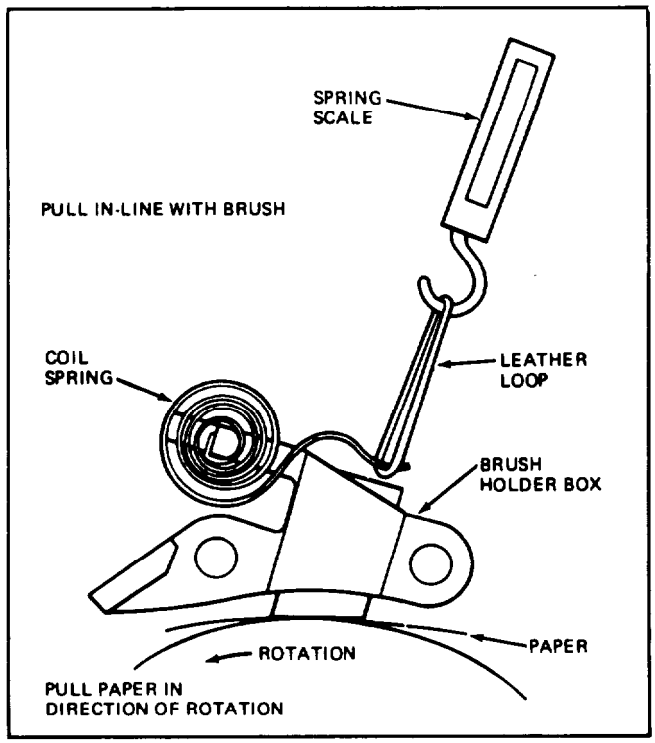

Figure 5-74. Brush Spring Pressure Check
a. Insert a paper strip between brush and commutator. See Figure 5-74.